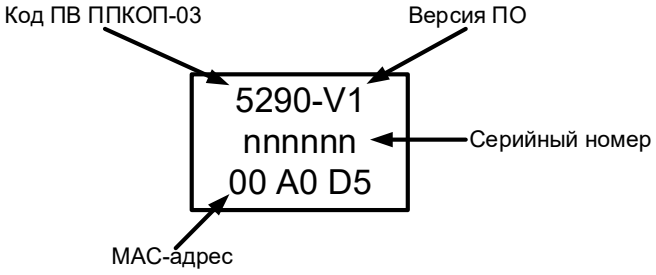

Рисунок 10 – Шильдик на плате ПВ ППКОП-03
– Поле **«МАС адрес»** содержит уникальный трёхбайтный код, который присваивается ПВ ППКОП-03 на этапе производства. Значение МАС-адреса указано на шильдике, который приклеен на лицевой стороне платы (см. рисунок 10).